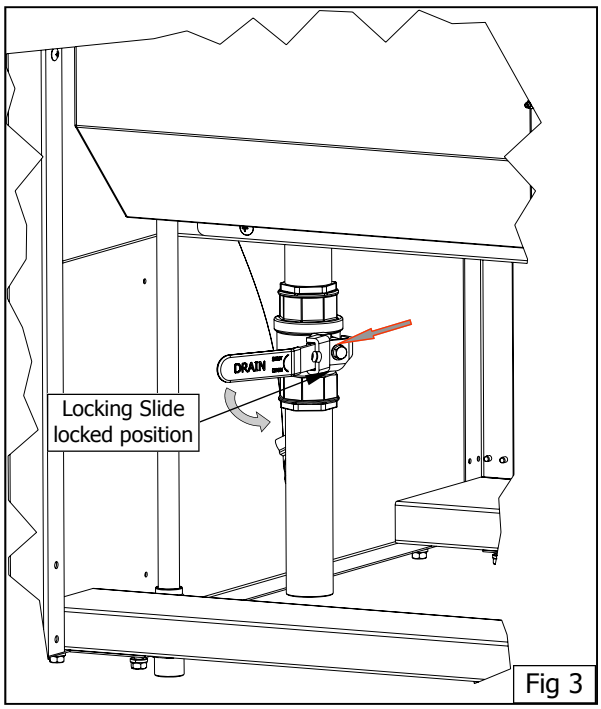
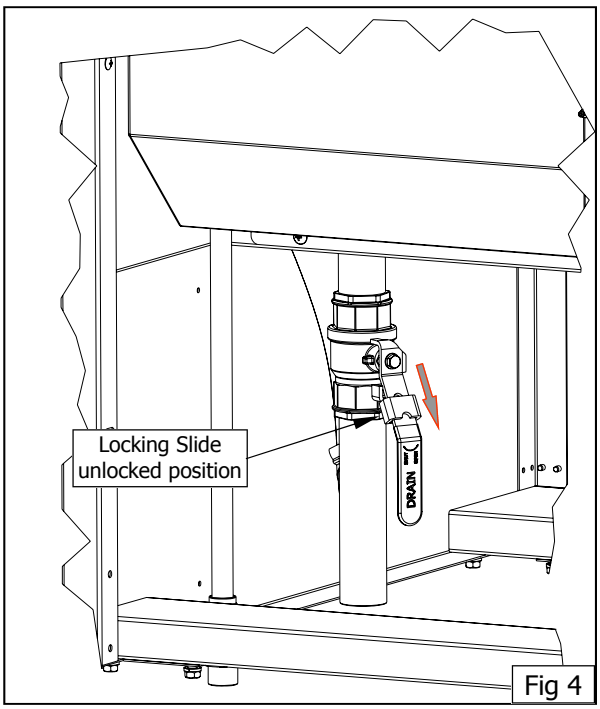

Fig 3
Fig 4
1. Before filling the tank, always check that the drain valve behind the access door is closed. A locking slide is provided on the valve and this should always be locked in position during use. (See Fig 3 and 4 in the 'Cleaning and Maintenance' section).
a. Unlock the locking slide on the valve handle by pushing the locking slide away from the valve body to release the valve handle (See Fig 3) and rotate the valve handle downwards (anticlockwise) to open the drain valve (See Fig 4).
b. On completion of the draining and cleaning operation, to close the valve, ensure that the locking slide is in the unlocked position (See Fig 4) and rotate the valve handle upwards (clockwise) to close the drain valve.